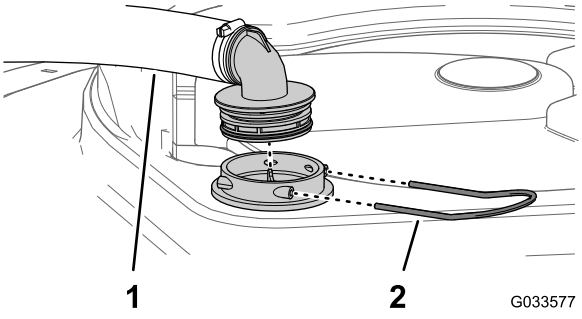

Bild 112
2. Nehmen Sie oben am Sprühbehälter den Halter ab, mit dem das Schlauchanschlussstück befestigt ist, das am dicken Schlauch und dem Filtergehäuse angeschlossen ist (Bild 112).
3. Nehmen Sie den Schlauch und das Schlauchanschlussstück vom Filtergehäuse ab (Bild 112).